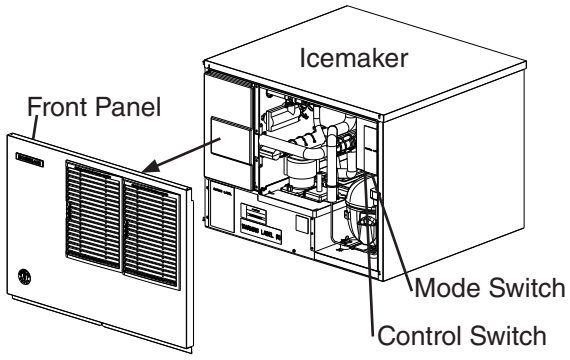

Fig. 20
2) If not already removed, remove the front panel. See Fig. 20.